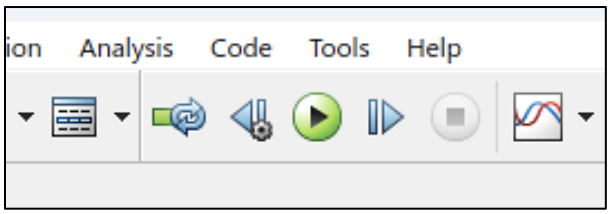

Figure 3
7. Run the simulation by keeping everything default by clicking the “play” button in the top options bar, as shown in Figure 3. Then, double-click the scope to view the output waveform.